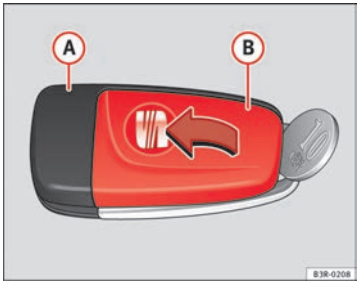

Fig. 69 Master key: Opening the cover
– **Carefully** prise apart the key ⇒ Fig. 69 (A) and the cover (B) using a coin.